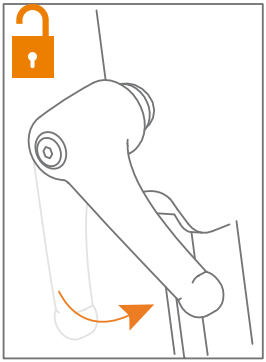
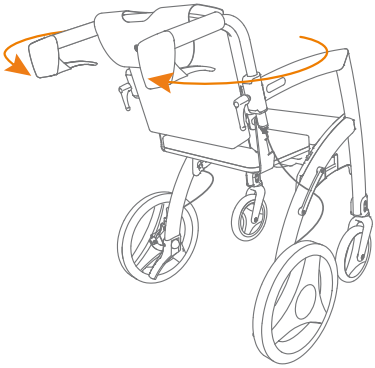
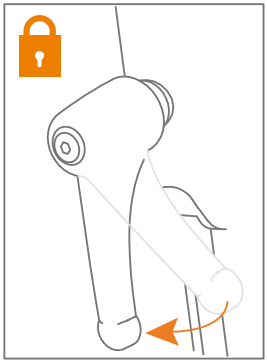

Figure 36: Relâcher la manette de réglage.
Figure 37: Tourner les poignées.
Figure 38: Serrer la manette de réglage.
d. Tournez les manettes des poignées du déambulateur en sens contraire des aiguilles d'une montre **(Figure 36)** et tournez les poignées vers l'arrière **(Figure 37)**. Ajustez les poignées à bonne hauteur pour la personne qui va pousser la chaise roulante et fixez les poignées en vissant les manettes de fixation dans le sens des aiguilles d'une montre **(Figure 38)**. Voir également: **Réglage de la hauteur**.